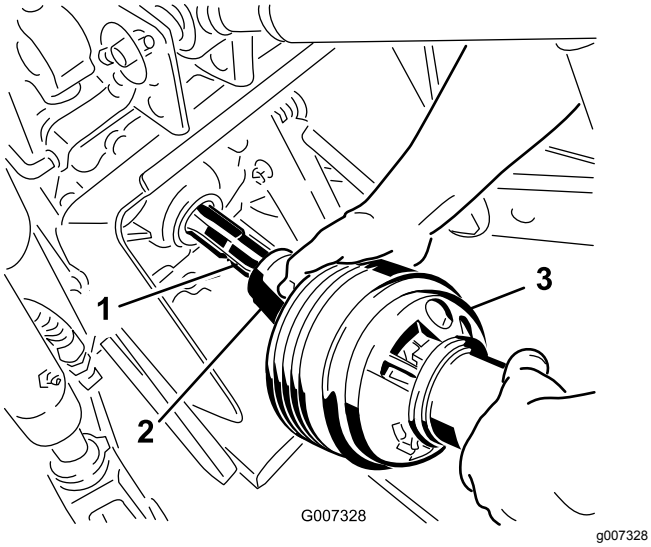

Figur 24
3. Indkobl kraftudtagsakslen til traktionsenhedens kraftudtagsaksel (Figur 24).